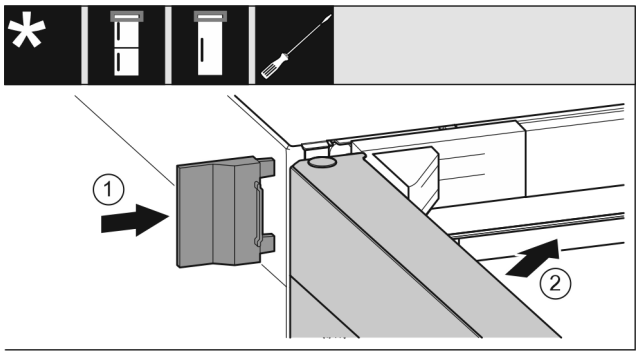

Fig. 27
▶ Push the outer cover *Fig. 27 (1)* on.
▶ Close the upper door *Fig. 27 (2)*.